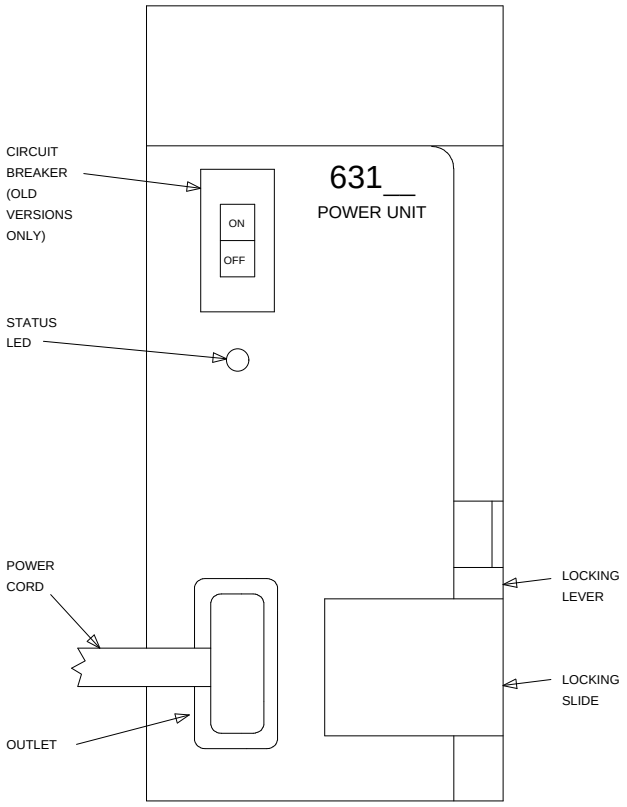

Figure 2-41. 631-Type Power Unit
18. Connect the power cords to the power units. The power cords are the white cables equipped with plugs that are run through the slots in the front of each carrier (see Figure 2-41).